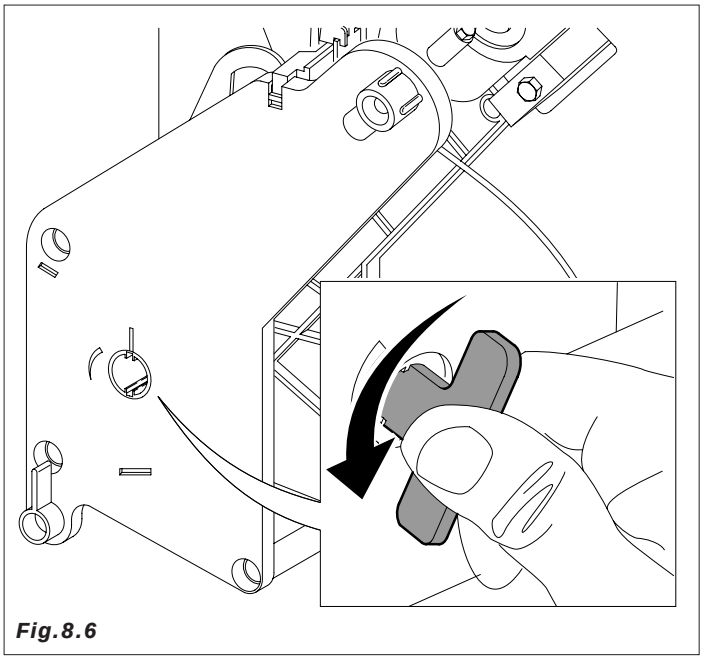

Fig.8.6
– Pimpiar los residuos de café del grupo. Este se puede extraer para facilitar la tarea *(Fig.8.6)*